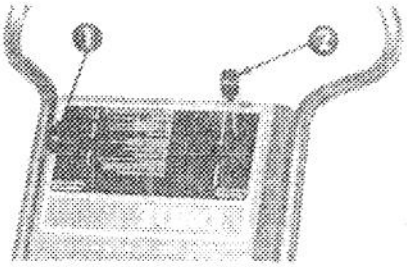

Figure 13
2. Move traction control into DISENGAGE **detent** and throttle control forward to FAST position (Fig. 13).